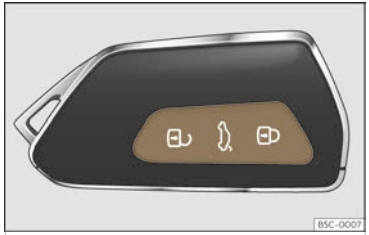

Fig. 76 Remote control key: buttons.
- Lock: press the button >>> **Fig. 76**.